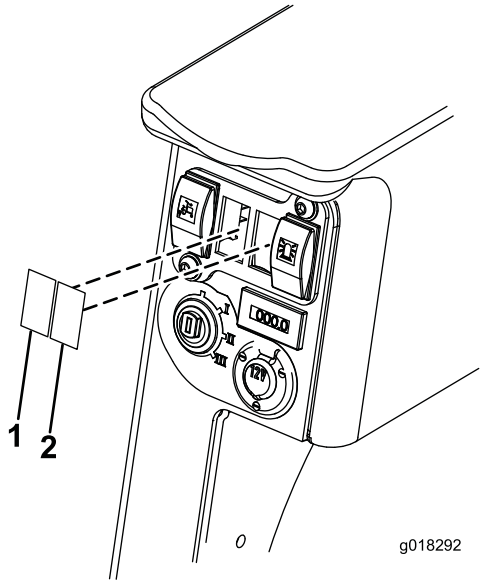

Figur 15
6. Fjern de to bryterpanelene og før koblingene og ledningene for varsellys- og lysbryteren gjennom bryterhullet (Figur 15). Varsellys- og lysbryterne har kortere ledninger, varselkoblingen er rød og lyskoblingen er svart. Blinklyskoblingen er svart og har lengre ledning.